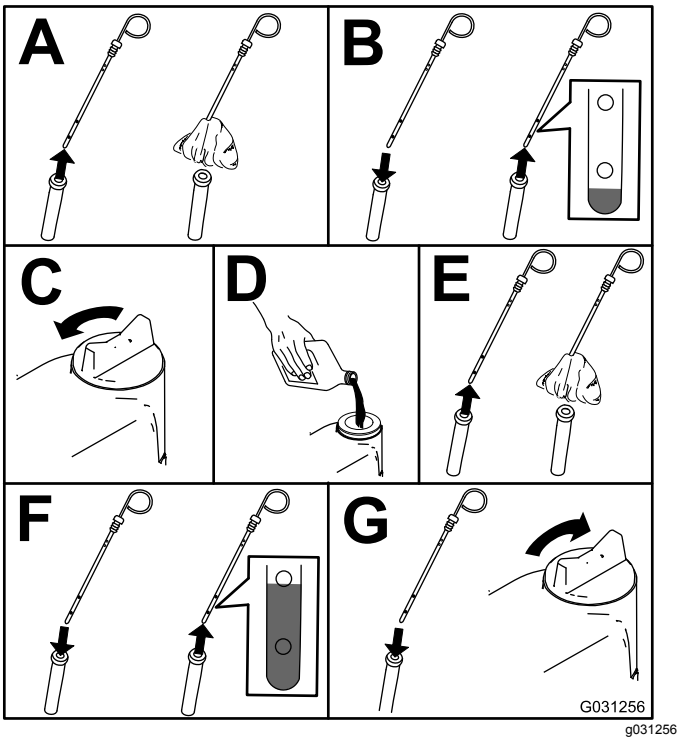

Figuur 76
2. Motoroliepeil controleren (Figuur 76).